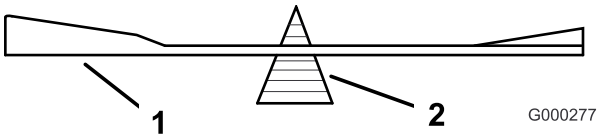
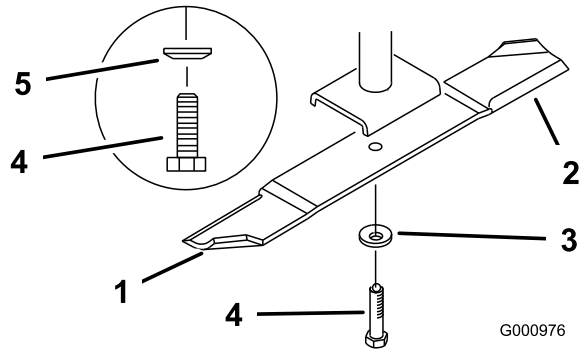

Figur 78
Figur 79
2. Fjern knivbolten, bueskiven og kniven fra spindelakselen (Figur 79).
2. Sjekk knivens balanse ved å legge den på en balanseringsinnretning (Figur 78). Hvis kniven holder seg i horisontal stilling, har den riktig balanse og kan brukes. Hvis kniven ikke er i balanse, files litt av metallet på enden av vingeområdet bort (Figur 79). Fortsett med dette helt til kniven er balansert.
1. Monter kniven på spindelakselen (Figur 79).
2. Monter boltene, avstandsstykkene og knivbladene. Fjærskivekonusen må installeres mot bolthodet (Figur 79). Stram knivbolten med et moment på 115–150 Nm.